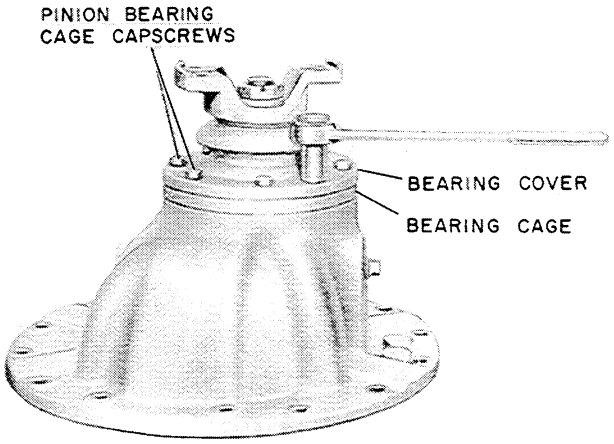

Figure T-40
3. Remove the pinion cage cap screws and bearing cover, Figure T-40.